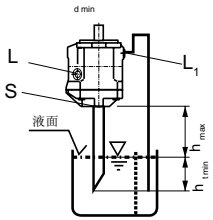

图2
b) 如果油箱的最低液面低于泵的安装法兰面则“L1”以及可能“S”口的接管见图2。
油箱上的安装见图2。